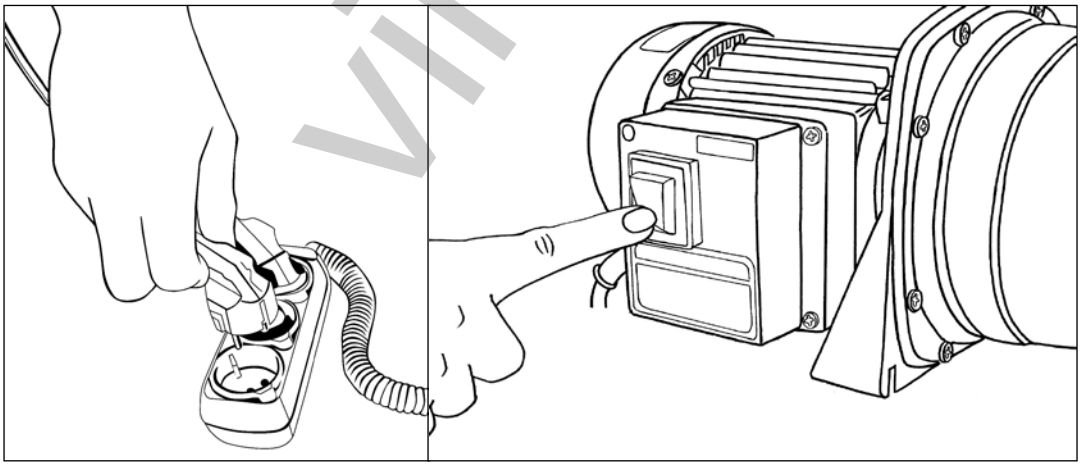

Рис.3 Включение насоса
5. Для включения насоса воткните вилку в розетку (рис.3), для моделей с выключателем подключите насос к сети и нажмите на кнопку (рис.3)